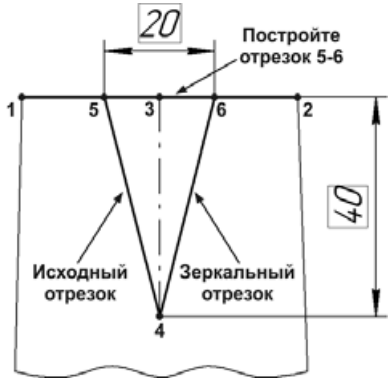

Рис. 6.36
- Стилем линии **Основная** постройте горизонтальный отрезок 5-6 (рис. 6.36), который соединит начальные точки наклонных отрезков.